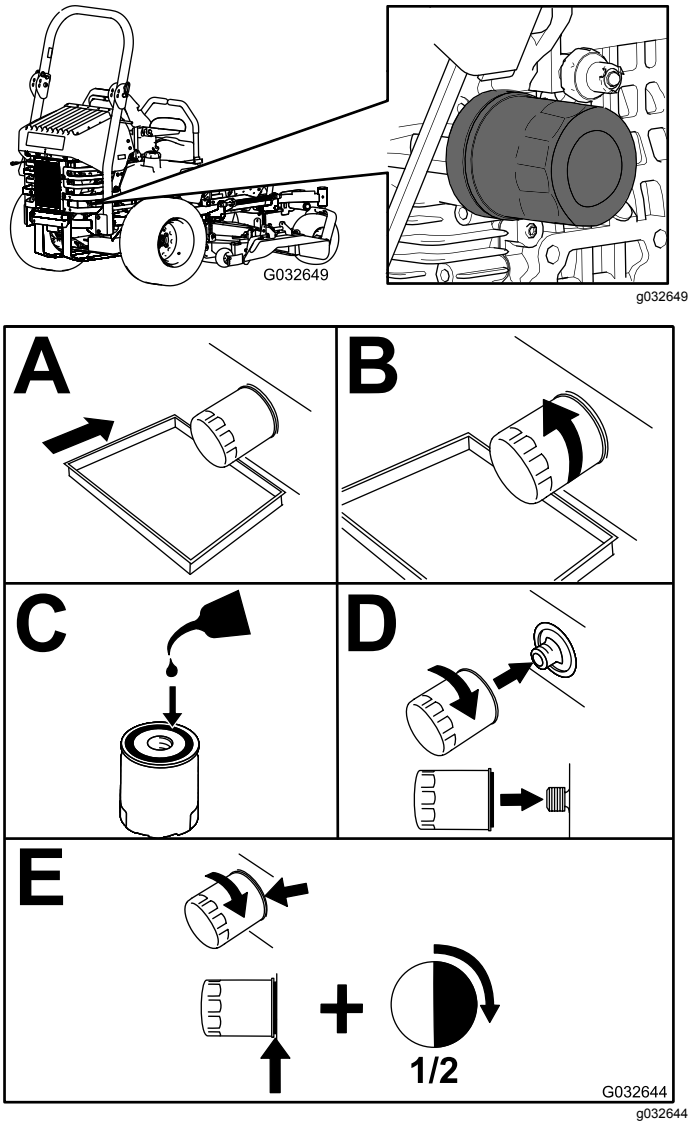

Bild 52
2. Wechseln Sie den Motorölfilter (Bild 52).